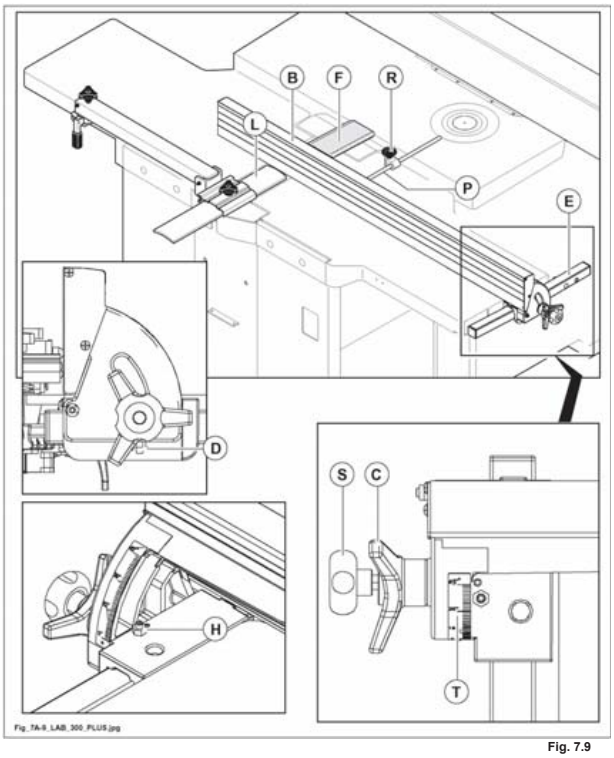

Fig. 7.9
le protezioni (F fig. 7.9) e (L fig. 7.9) devono essere sempre posizionate sull'albero pialla durante la lavorazione.
- Posizionare la guida filo (B fig. 7.9) nella posizione desiderata e serrare il pomello (S fig. 7.9).
- Per inclinare la guida da 90° a 45° allentare il bloccaggio (C fig. 7.9) e procedere facendo riferimento all'indice (T fig. 7.9).
- A regolazione eseguita portare il fermo guida (P fig. 7.9) in battuta sulla guida filo (B fig. 7.9) e serrare il pomello (R fig. 7.9).
la guida (B fig. 7.9) può essere inclinata da 90° a 45° ed in qualsiasi posizione intermedia.
Per eventuali correzioni delle battute 90° e 45° per le posizioni estreme, agire opportunamente sulla vite e controdado (D fig. 7.9) per i 90° e, sulla vite e controdado (H fig. 7.9) per i 45°.
assicurarsi della perfetta pulizia della barra di scorrimento (E fig. 7.9).